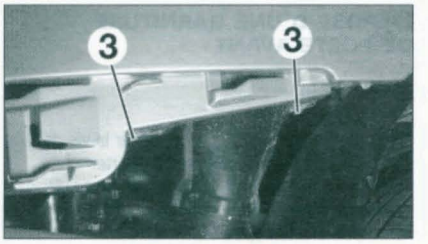

FIGURE 11-6
• Déposer les 2 vis de fixation inférieure (3) **(figure 11-6)**.